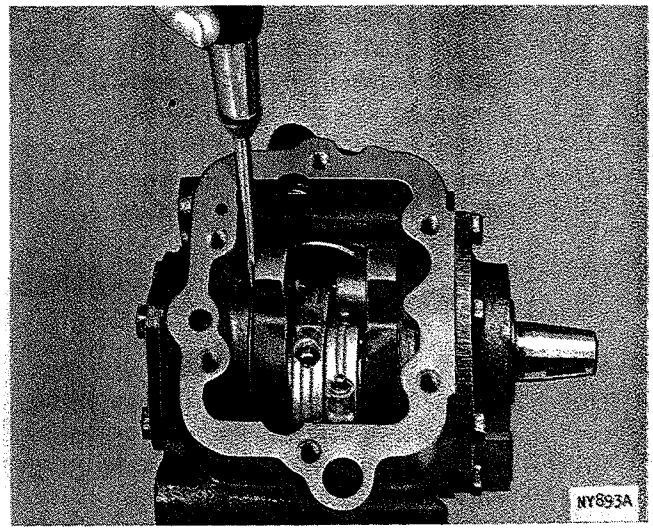

*Fig. 67—Measuring the Crankshaft Axial Movement*
(1) Press crankshaft ball bearing on crankshaft using a sleeve which bears on inner race **only.**
(2) Install crankshaft, making sure the thrust washer is on the rear bearing journal before placing crankshaft in the crankcase.
(3) Rotate crankshaft to engage the oil pump shaft in the crankshaft slot.
(4) Install new gas seal and crankshaft bearing housing. Use a suitable tool, as shown in Figure 67 to assure free axial movement.
(5) Install pistons and connecting rods.
(6) After pistons and connecting rods are installed, turn the crankshaft to check freeness. Shaft should turn without binding.
(7) Install oil sump, valve plates and cylinder heads, using new gaskets.